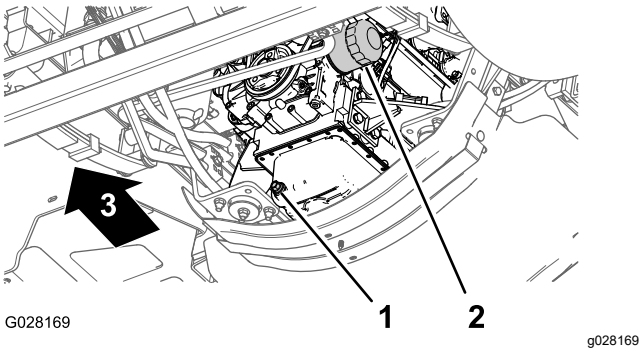

**Figur 79**
3. Placera ett avtappningskärl under motoroljefiltret (Figur 79).
4. Ta bort det gamla oljefiltret (Figur 79).
8. Montera oljefiltret i filteradaptern och vrid oljefiltret medurs tills dess att gummipackningen vidrör filteradaptern och skruva sedan åt filtret ytterligare ½ varv (Figur 79).
1. Rikta in ett kärl under avtappningspluggen (Figur 79).
2. Ta bort avtappningspluggen (Figur 79) och låt all olja rinna ut.